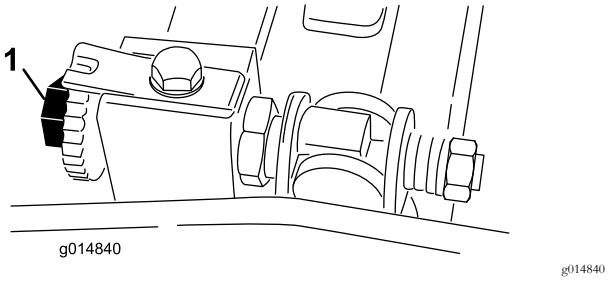

**Figur 46**
3. Drej knivcylinderen, så skærekniven krydser bundknivens kant mellem det første og det andet bundknivsskruehoved på højre side af klippeenheden (Figur 46).
6. Juster den højre bundtværstangs justeringsskrue, indtil du føler et let tryk (dvs. modstand) på afstandsstykket, når det bevæges fra side til side (Figur 46).